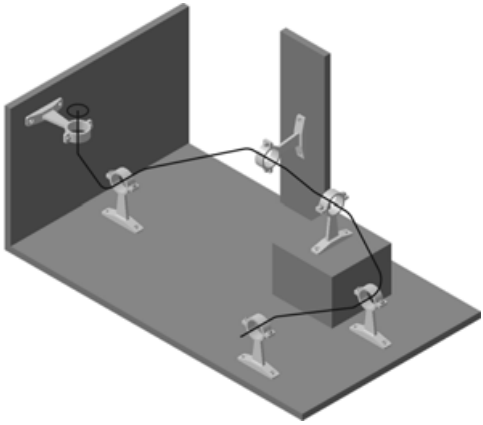

Рис. 8.73
- Нажмите кнопку **Показать все** на панели **Вид**. Теперь все готово для построения кинематического элемента (рис. 8.73).